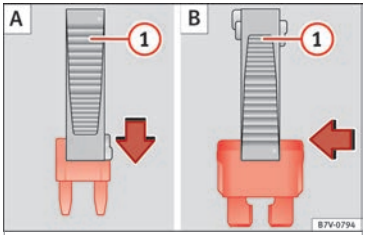

Fig. 63 Removing or fitting a fuse
- *Small fuses*: lock the pincer in from above ››› **Fig. 63 A**.
- *Larger fuses*: move the pincer sideways over the fuse ››› **Fig. 63 B**.